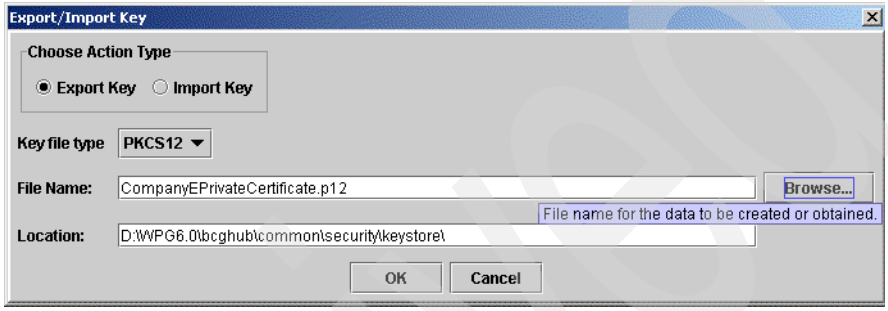

Figure 8-9 Export a key
2. In the Export/Import Key window (Figure 8-9), complete the following tasks: